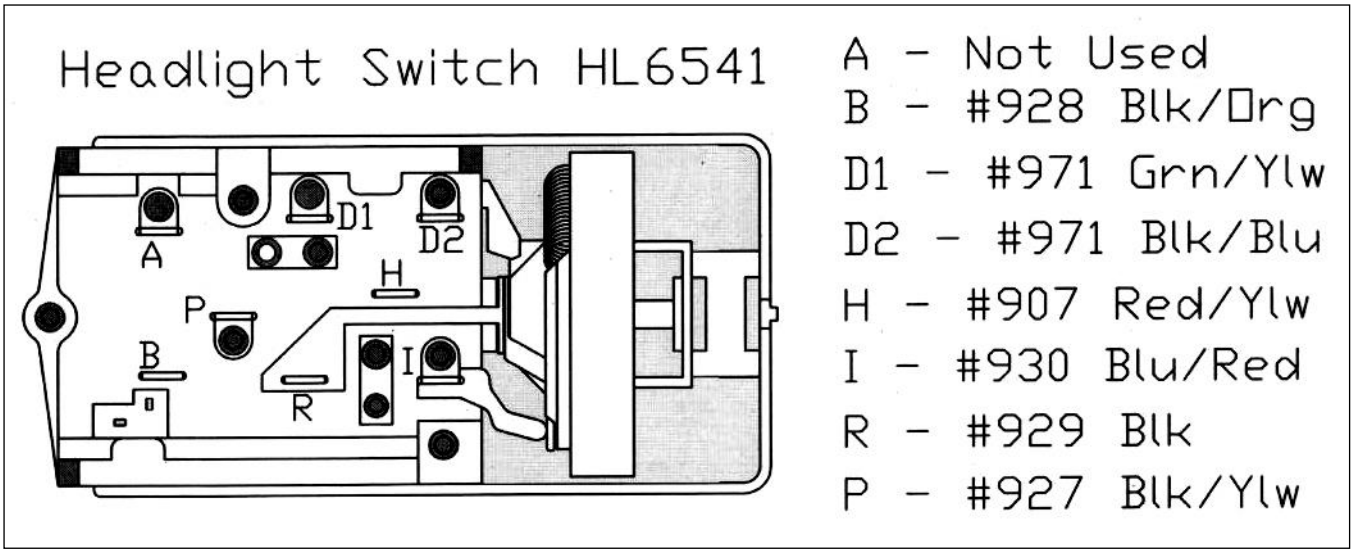

Figure 7-16 Headlight Switch Connections
7.8.1 Connect the HEADLIGHT SWITCH wires as illustrated in **Figure 7-16.** After completing the installation of the Headlight Switch wires locate the DASH GROUND #969 wire, which is directly above the steering column in the main body of the harness and connect it to the chassis ground screw behind the gauge cluster.